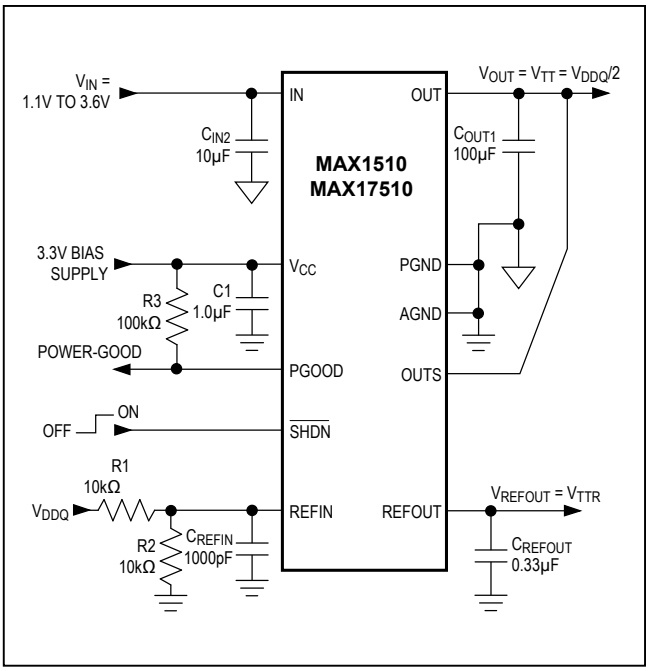

Figure 1. Standard Application Circuit
(V_{IN} = 1.8V, V_{CC} = 3.3V, V_{REFIN} = V_{OUTS} = 1.25V, $\overline{SHDN}$ = V_{CC}, circuit of Figure 1, T_J = T_A = -40°C to +85°C for MAX1510ETB, T_J = T_A = -40°C to +125°C for MAX17510ATB, unless otherwise noted. Typical values are at T_A = +25°C.) (Note 1)
(Circuit of Figure 1. T_A = +25°C, unless otherwise noted.)
The MAX1510/MAX17510 are low-voltage, low-dropout DDR termination linear regulators with an external bias supply input and a buffered reference output (see Figures 1 and 2). V_{CC} is powered by a 2.7V to 3.6V supply that is commonly available in laptop and desktop computers. The 3.3V bias supply drives the gate of the internal pass transistor, while a lower voltage input at the drain of the transistor (IN) is regulated to provide V_{OUT}. By using separate bias and power inputs, the MAX1510/MAX17510 can drive an n-channel high-side MOSFET and use a lower input voltage to provide better efficiency.
The MAX1510/MAX17510 regulate OUTS to the voltage set at REFIN, making the devices ideal for memory applications where the termination supply must track the supply voltage. Typically, REFIN is set by an external resistive voltage-divider connected to the memory supply (V_{DDQ}) as shown in Figure 1. The maximum output voltage of 1.5V is limited by the gate-drive voltage of the internal n-channel power transistor.